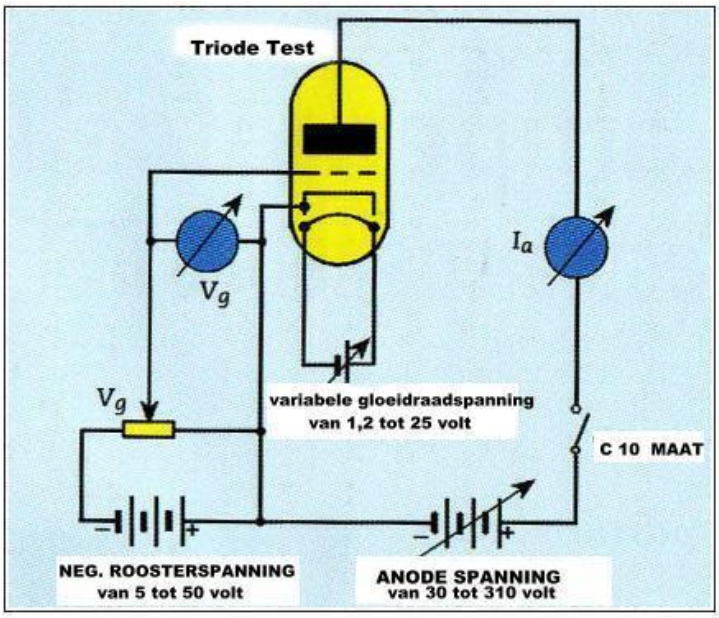
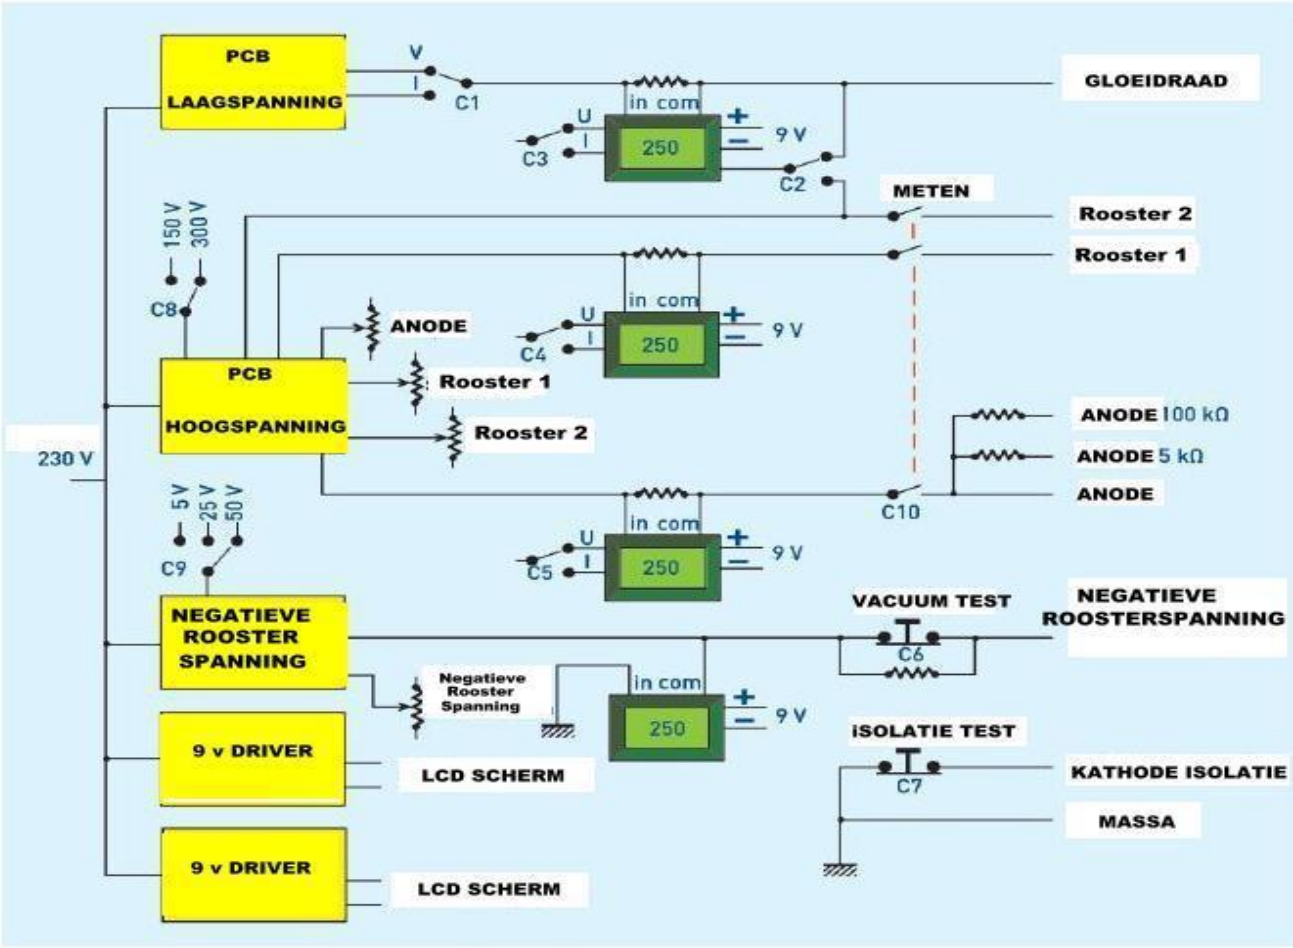

Figuur 2. Principe van het meten van de karakteristiek van een triode
Figuur 3. - Overzichtsschema.
Voor de praktijk verwijzen we naar het schema van figuur 2, het principe van het meten van de karakteristieken van een triode. Op het overzichtsschema in figuur 3 vinden we alle elementen om deze meting uit te voeren:
1. - Beschrijving van het geheel (Zie het overzicht in figuur 3)